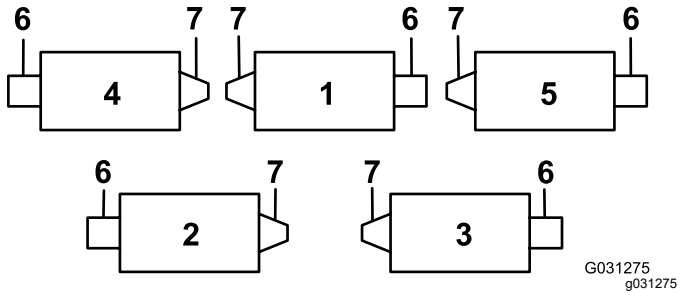
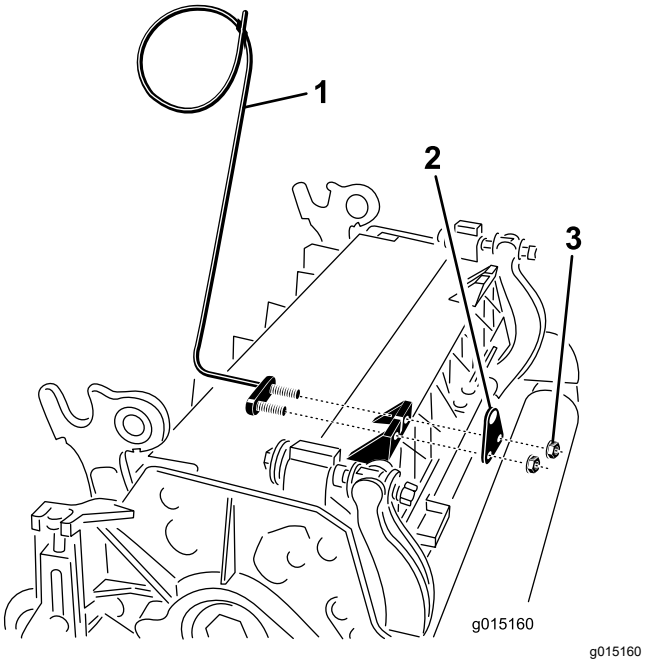
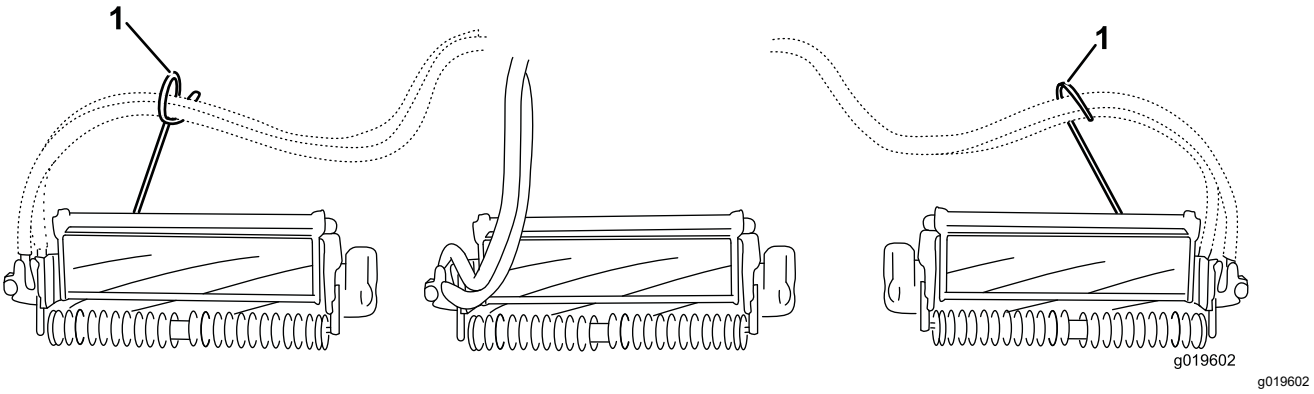

Figur 6
Figur 7
Figur 8
7. På klippeenhet nr. 4 (venstre foran) og klippeenhet nr. 5 (høyre foran) bruker du monteringsmutterne for stangbraketten til å montere slangeførerne foran på klippenhetstappene. Slangeførerne skal lene mot midtre klippeenhet (Figur 6, Figur 7, Figur 8).